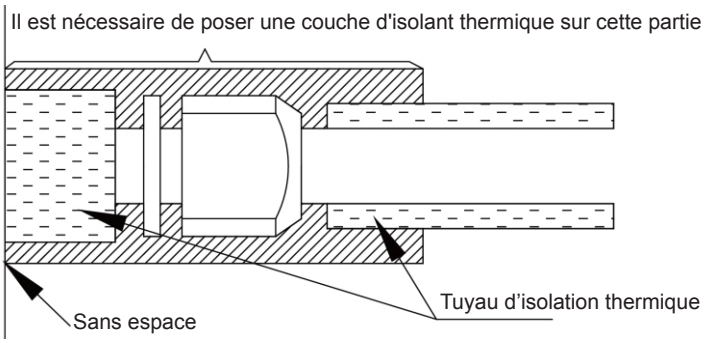

Fig. 21
4) Les raccords sur les unités intérieure et extérieure doivent être enveloppés d'isolant thermique et ne laisser aucun espace entre le tuyau et le mur. Voir Fig. 21.